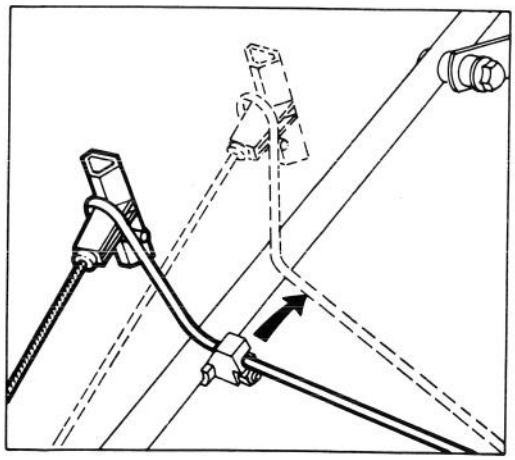

Figure 8
3. Swing rope rod over to right (Fig. 8).
7. To reinstall bag, repeat steps 4 and 5. Then swing rope rod to the left and push rod into retaining bracket (Fig. 8).